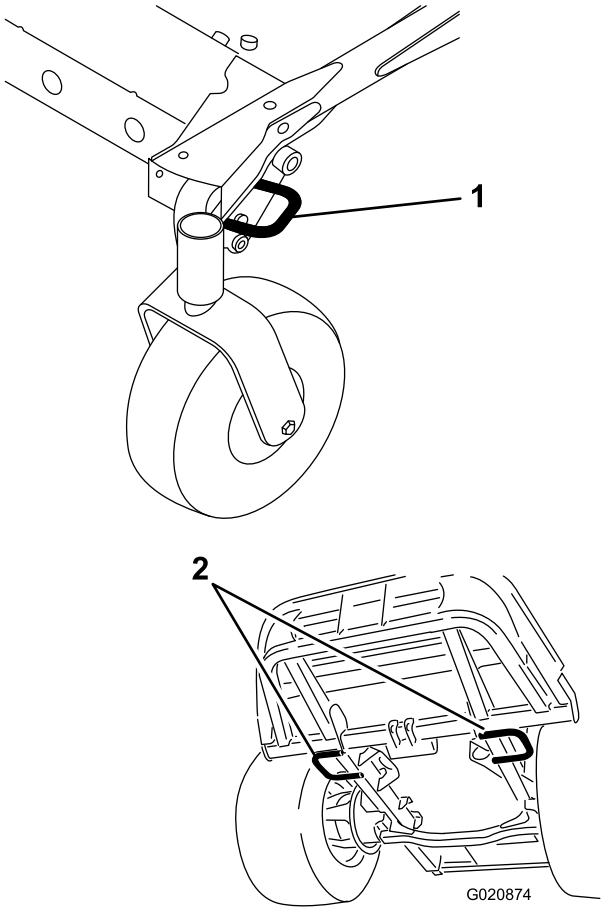

Figur 30
3. Fest maskinen godt til tilhengeren eller lastebilen med stropper, kjetting, kabel eller tau i samsvar med lokale trafikkregelverk i ditt område (Figur 30).